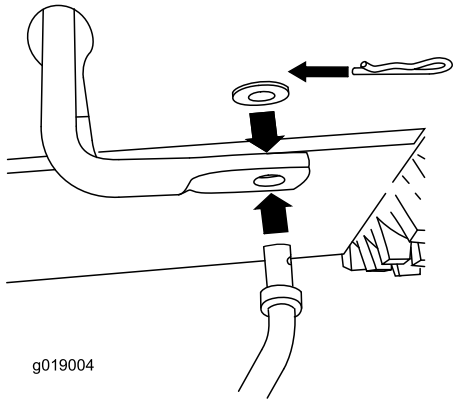

Figur 4
1. Sæt den nederste ende af stangen ind i den nederste forbindelsesarm, således at hastighedskontrolstangens buede ende vender bagud (Figur 4).
2. Fastgør den nederste ende af hastighedskontrolstangen med en flad spændeskive og en låseclips (Figur 4).